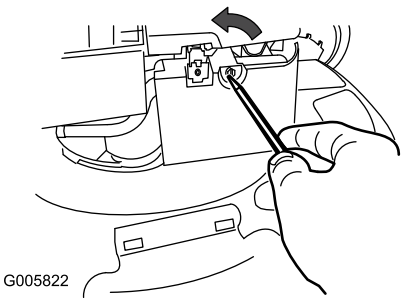

Figur 20
1. Brug en skruetrækker til at åbne luftfilterdækslet (Figur 20).